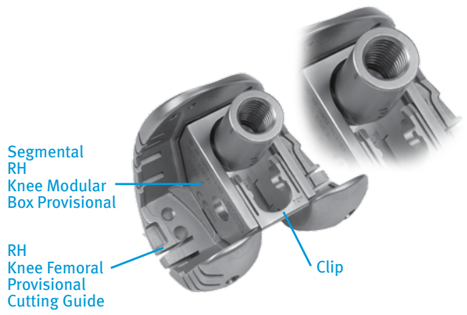

Fig. 138
- Slide the Segmental/RH Knee Modular Box Provisional onto the Femoral Provisional/Cutting Guide and push the clip until it snaps into place **(Fig. 138)**.